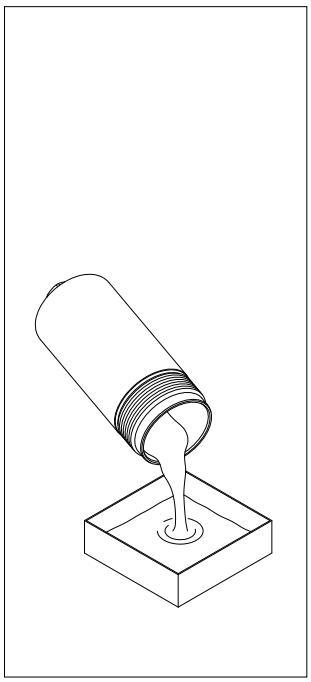

fig. 11
- (Fig. 11) Svuotare il fluido di lavoro dal contenitore al recipiente di raccolta